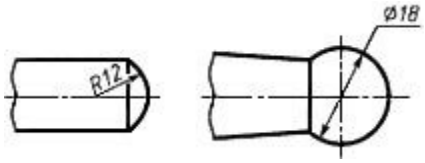

Рис. 1.18
20. В случаях, если на чертеже трудно отличить сферу от других поверхностей, наносят слово «Сфера» или знак ○ (рис.1.18). Диаметр знака сферы ○ равен размеру размерных чисел на чертеже.